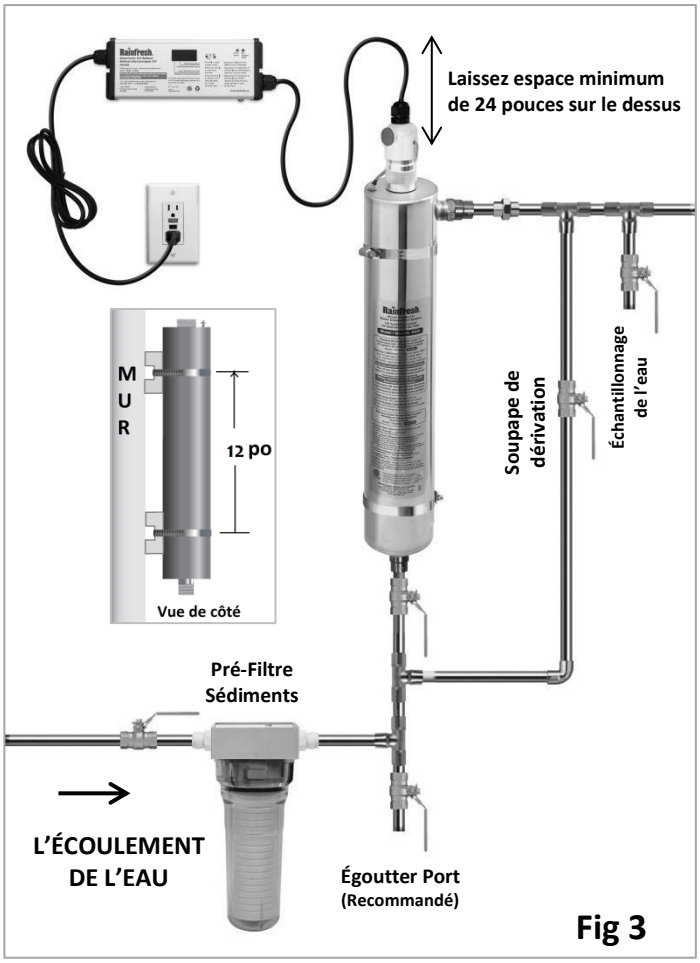

Fig 3
- Il est fortement recommandé d'installer la tuyauterie de dérivation avec une vanne d'arrêt autour de l'appareil (voir fig. 3). De cette façon, vous pouvez toujours avoir de l'eau à des fins non-potable dans le cas où vous avez besoin de retirer l'unité UV pour le service.
1. Mettez un collier (4033) entre les pieds d'une bride (4034), puis vissez la bride au mur (poteau mural) avec les vis fournies (4035) (voir fig. 3 et fig. 3 vue de côté). Utilisez des chevilles murales appropriées, de clou du mur ne sont pas disponibles.
4. Installez le régulateur de tension (R830B) au-dessus de la chambre de désinfection, et fixez-le au mur avec les vis (4044) (voir Fig 3).
5. Installez la nouvelle plomberie en utilisant la Fig 3 comme référence pour voir à quoi doit ressembler l'installation finale. L'entrée et la sortie du système UV sont des raccords mâles MNPT de 3/4 po.
6. Si vous prévoyez drainer le système en hiver pour prévenir le gel, installez un té de 3/4 po sous l'entrée du système, et posez-y une valve à bille et un bout de tuyau en cuivre (voir Fig 3).
7. Déballez soigneusement la lampe UV (R519L/R830L) et le tube de quartz (R519QD/R830QD). **Remarque: manipulez la lampe et le tube de quartz par les extrémités et portez des gants propres et secs.** Le joint torique (515) de l'écrou de compression est installé à l'usine dans la rainure de l'écrou de compression. Le joint torique du tube de quartz (4032) est dans un sac de plastique séparé.